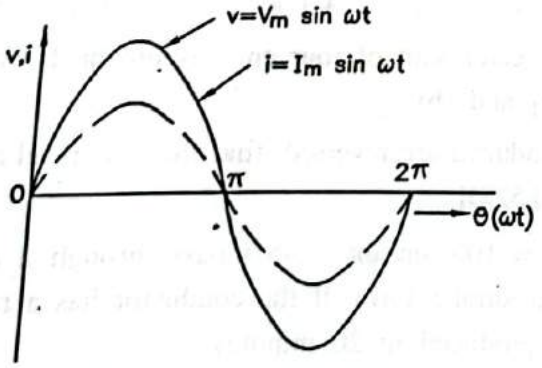
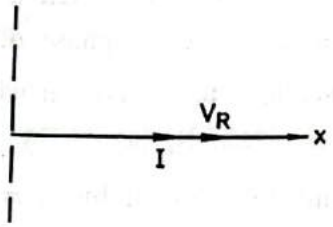

**FIG. 2.29 : WAVEFORMS**
**FIG. 2.30 : PHASOR DIAGRAM**
- The graphical and phasor representation of these quantities are shown in Fig. 2.29 and Fig. 2.30 respectively.
- In Fig. 2.30 $V_R$ = Voltage across $R$ (rms)